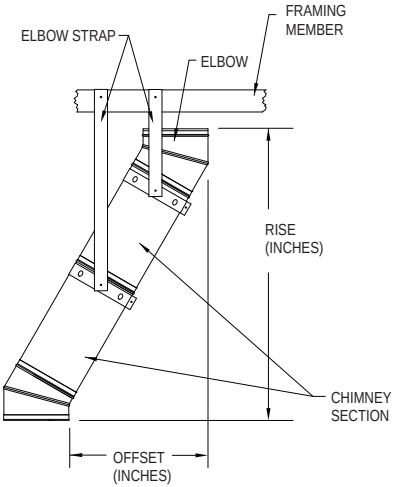

Figure 15
1. Attach Elbows: Attach Elbow to Chimney Section or other Elbow by mating the male and female ends with each other and using the (6) sheet metal screws provided. Attach one Elbow to the Chimney Section below, and align it for the offset. Refer to *Table 3* to determine the required offset length and attach an appropriate length (or lengths) of Chimney Section(s) above the Elbow. For each Chimney Section in the offset, an Elbow Strap must be used to support the weight of that pipe section. No more than half of the total chimney run can be between the elbows (inclined); this is to ensure the chimney drafts properly (e.g. if the total chimney run is 20-ft, no more than 10-ft is allowed to be between the elbows). Attach the second Elbow above the Chimney Section to complete the offset *(Fig 15)*.
2. Secure Offset: Place the Elbow Strap's band around the angled portion of the top Elbow, then tighten the nut and bolt until the clamp is firm. Wrap the Elbow Strap end over an adjacent joist or rafter and secure it with at least two 8-penny nails or #8, 1-1/2" screws. Do not add more Chimney Sections until the Elbows are supported. Be sure that the chimney remains vertical *(Fig 15)*.